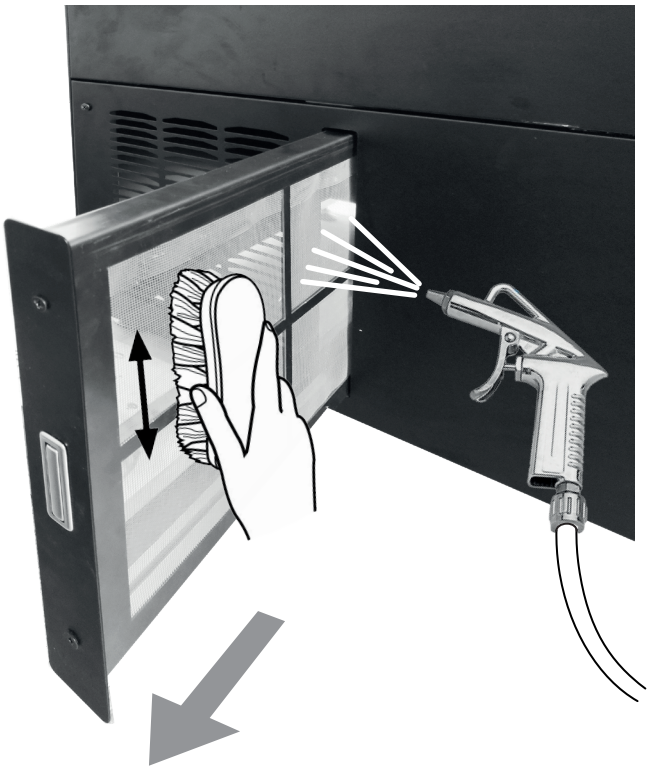

fig. 18
- Estrarre il filtro a cassetto (fig.18), allentado le due viti di bloccaggio.